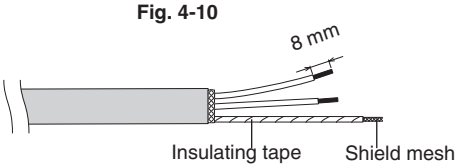

Fig. 4-11
(3) Remove coat of signal wire. (Fig. 4-11)